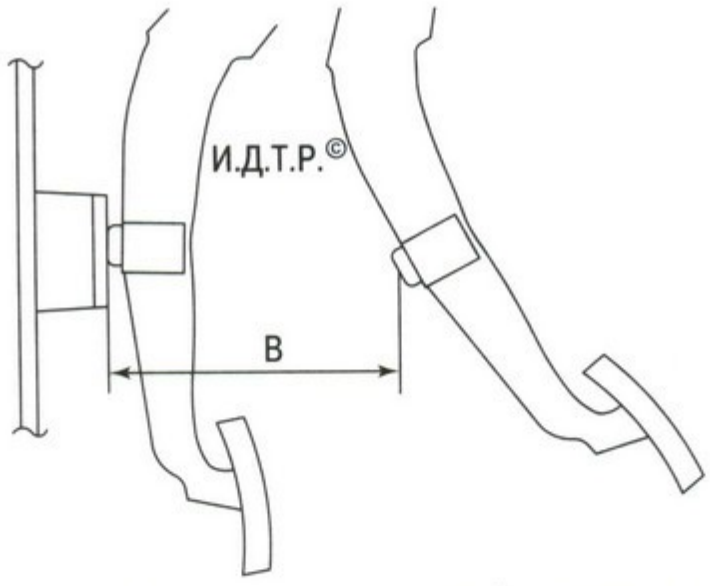

Рис. 6.9. Проверка полного хода педали сцепления
1. Не нажимая на педаль сцепления, измерьте расстояние **B** (рис. 6.9) от упора педали до ограничителя хода педали сцепления. Это расстояние должно быть 110–116 мм. Полный ход педали сцепления должен укладываться в этом интервале значений.